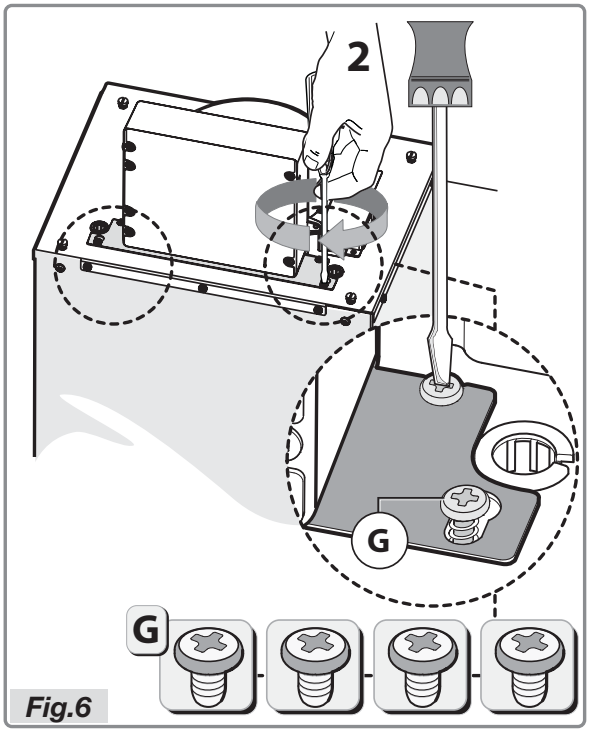

Fig.6
- Position the bracket in line with the four screws **G** already in the bushing and do them up as shown in Figure 6.